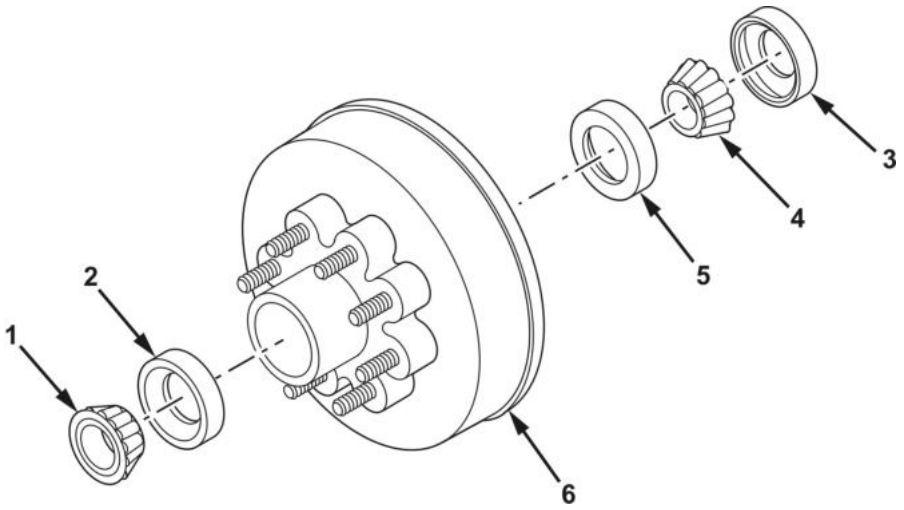

Figure 4. Hub/Drum, Race, and Bearing Seal Assembly.
1. Apply a thin film of lubricant to surface of new outer bearing race (Figure 4, Item 2), and install new outer bearing race in hub/drum (Figure 4, Item 6).
2. Apply a thin film of lubricant to surface of inner bearing race (Figure 4, Item 5), and install inner bearing race in hub/drum (Figure 4, Item 6).
3. Pack two new bearings (Figure 4, Item 1 and Item 4) with grease by pressing fresh bearing grease into bearing roller area.
4. Install new inner bearing (Figure 4, Item 4) in hub/drum (Figure 4, Item 6).
5. Apply a thin film of lubricant to the outer edge of new grease seal (Figure 4, Item 3), and install grease seal in hub/drum (Figure 4, Item 6). Wipe excessive lubricant from outer surface of seal.